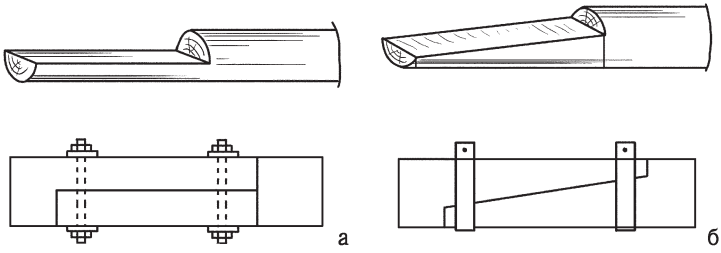

Рис. 80. Выполнение наращивания накладкой вполдерева:
2. Кроме того, детали наращивают и накладкой вполдерева как под прямым, так и под косым углом (рис. 80).